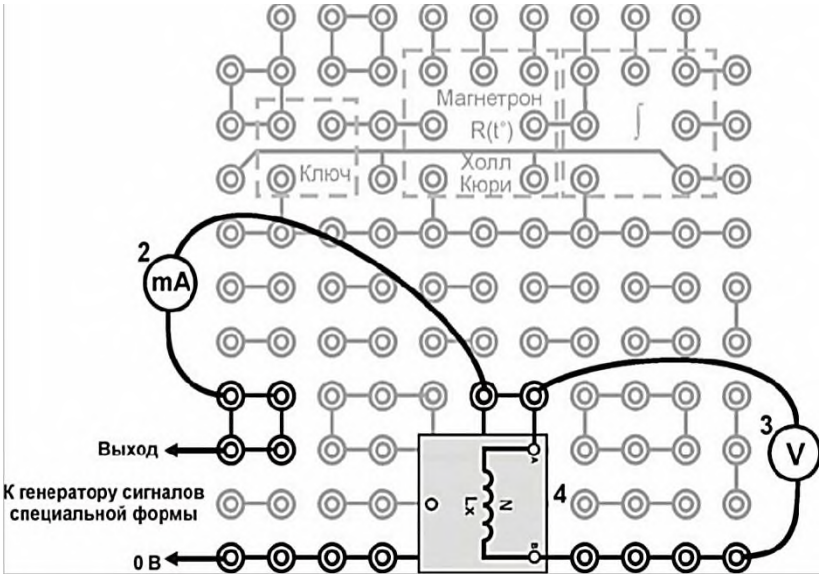

Рис.3. Монтажная схема; 2, 3, 4 – см. рис. 1
1. Для исследования катушки без сердечника используется та же электрическая цепь, что и в задании 1. Для исследования катушки с сердечником используется электрическая цепь без дополнительного резистора, монтажная схема рис. 3.
4. Выключите блок генераторов напряжения и блок мультиметров. Установите ферромагнитный сердечник в катушку L. Соберите монтажную схему рис. 3. Включите кнопками «Сеть» питания блока генераторов напряжения и блока мультиметров и нажмите кнопку «Исходная установка». Кнопками установки частоты «0.2 – 20 кГц» установите частоту 50…70 Гц . Проведите измерения по п. 3. Результаты занесите в табл.